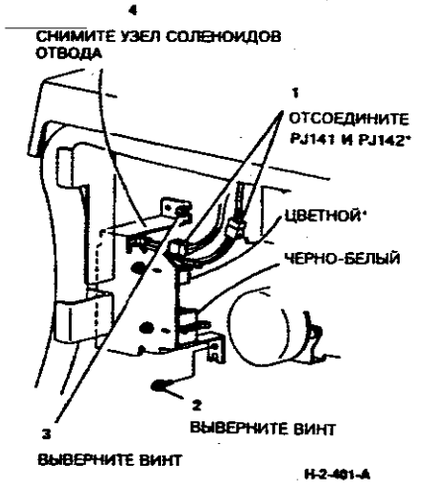

**Рисунок 1. Снятие соленоида отвода**
4. (Рисунок 1) Снимите узел соленоидов отвода узлов проявления.